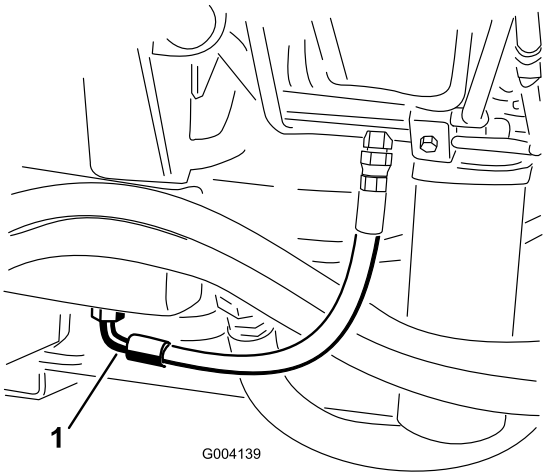

Figuur 68
2. Plaats een grote opvangbak onder de nippel aan de onderzijde van het hydraulische reservoir (Figuur 68).